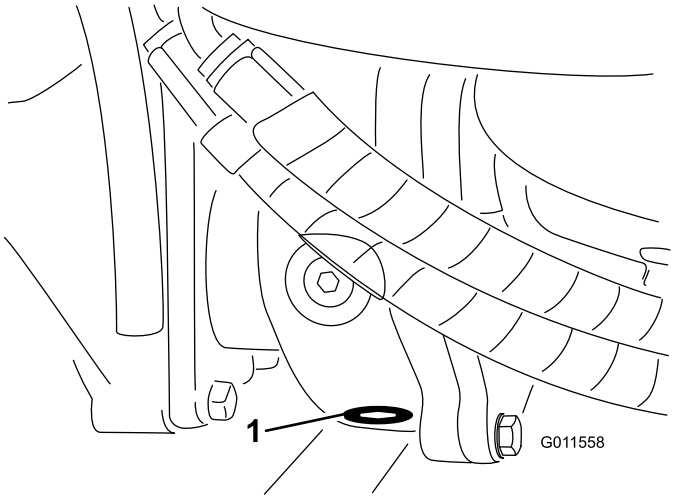

Figura 66
5. Limpe a zona em redor do tampão de escoamento no fundo da caixa de engrenagens (Figura 66).